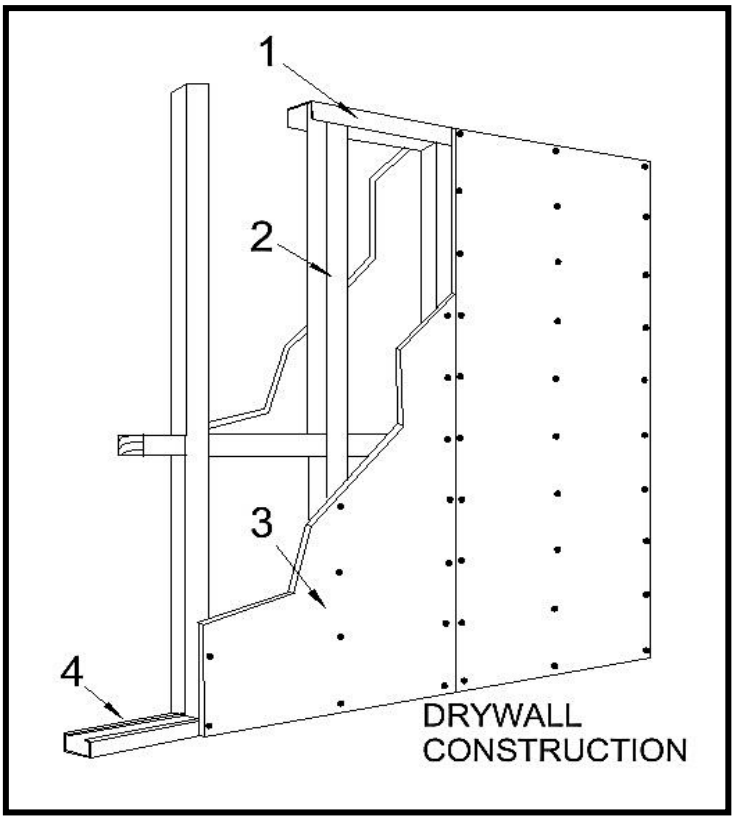

Figure 1.7
1.7 FIGURE 1.7 below shows the construction of a drywall. Write down the numbers 1–4 below one another and next to the number of the terminology used in the construction of a drywall.